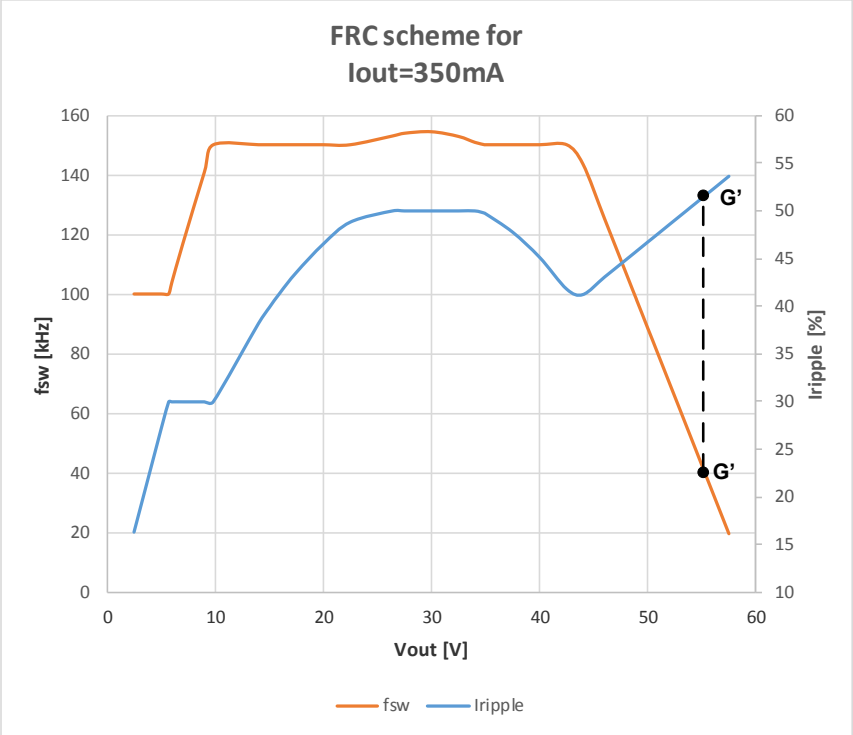

Figure 21. Operating Point determined by Toff_min criteria
[1] *If the high voltage load is applied at the output (large number of LEDs, the output voltage is near the input voltage), the operating frequency will be low and if it falls below f_{sw_min}, the frequency-ripple controller will start to correct it by decreasing the ripple value, as described above. On the other hand, due to the high output voltage, T_{OFF} is quite short (see equation (11) on page **17**). It is very important that the turn-off time must be longer than the predefined T_{OFF_min} time (constant Toff_min, see **Table 3-19**), because during that time all calculations must be performed before starting a new cycle. At that point, the frequency-ripple controller starts to increase the ripple again in order to meet T_{OFF_min} criteria. The final outcome is that the current ripple and switching frequency could stay outside the predefined limits (above I_{ripple_max} and below f_{sw_min} respectively) – point G' in **Figure 21**. If T_{OFF} falls below the minimum allowed value (low ripple means short T_{OFF} time for constant output voltage), the regulator cannot maintain the average current any longer, therefore influencing accuracy. If parameters are configured properly, any of above mentioned actions lead to stable operating conditions for the given current/load situation. However, there is drift in the operating frequency produced by the input voltage ripple that has to be taken into account when deciding on parameter values. The frequency ripple controller will always try to put the operating point into the operating area, but its final position will depend on the other criteria that affect its position.*